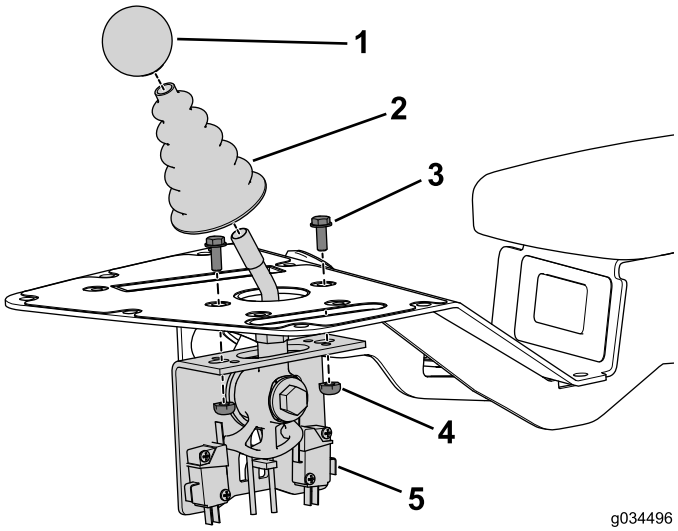

Figura 17
1. Utilice los 2 pernos (N° 10 x ½") y las contratuercas para sujetar el conjunto del joystick a la consola (Figura 17).